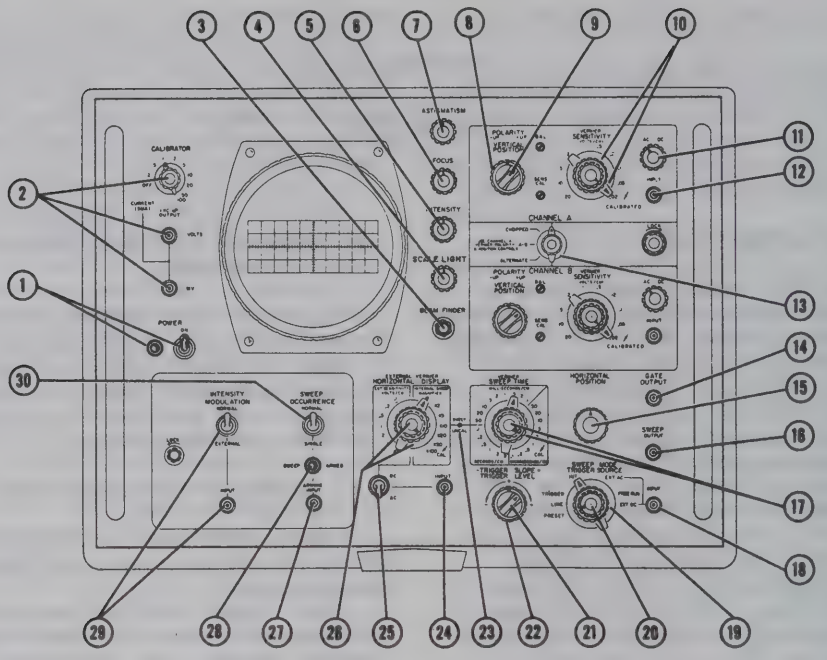

Figure 3-1. Oscilloscope Front-Panel Controls and Connectors
The controls and connectors of the oscilloscope which are normally used by the operator are shown in figure 3-1 and are described in table 3-1. The numbers in figure 3-1 relate each control to the descriptive text in table 3-1 and do not indicate a preferred order of operation.
TABLE 3-1. DESCRIPTION OF FRONT-PANEL CONTROLS AND CONNECTORS (INDEX NUMBERS REFER TO FIGURE 3-1)
After performing turn-on procedure in table 3-2, steps 1 through 14, connect the external signal to the Horizontal INPUT connector (24, figure 3-1) through either a test prod, a BNC-terminated coaxial cable, or plain wire leads with a BNC-to-binding post adapter. Then set the HORIZONTAL DISPLAY selector (26, figure 3-1) within its EXT SENSITIVITY sector to obtain the desired deflection in VOLTS/CM. To read the voltage of the horizontal deflection directly from the CRT trace, set the EXTERNAL VERNIER (26, figure 3-1) to CAL. Set the Input Coupling switch (25, figure 3-1) to AC or DC as required (refer to item 25, table 3-1).
The vertical plug-in provides two types of dual-trace operation as selected by the Vertical Presentation Switch (13, figure 3-1): ALTERNATE and CHOPPED. On ALTERNATE operation, the output of one channel is shown on the CRT during one sweep and the output of the other channel during the next sweep. On chopped operation channels are switched at a one-megacycle rate, so both signals appear in alternate 1-microsecond segments during each sweep.
Differential operation, as selected by the A-B position of the Vertical Presentation Switch (13, figure 3-1), permits observation of the difference between two signal voltages. It is useful for observing signals which are balanced with respect to ground.
In differential operation, ripple or stray pickup which is common to the two main signals is attenuated. With both the CHANNEL A and CHANNEL B SENSITIVITY switches (10, figure 3-1) set to .02 VOLTS/CM, common-mode signals are attenuated at least 100:1; with the SENSITIVITY switches at other settings, common-mode signals are attenuated at least 20:1. However, the amplitude of common-mode signals (before attenuation) should not exceed the equivalent of 100 centimeters of deflection. For example, if both SENSITIVITY switches are set to .02 VOLTS/CM, the common-mode signal should not exceed 2 volts (20 volts at probe input). Excessive common-mode signals overload the amplifiers, causing causing distortion.
During differential operation, the SENSITIVITY and the AC-DC Input Coupling switches (10 and 11, figure 3-1) of both channels operate on their respective signals; however, only the Channel A VERTICAL POSITION, POLARITY, and VERNIER controls (8, 9, and 10, figure 3-1) are effective.